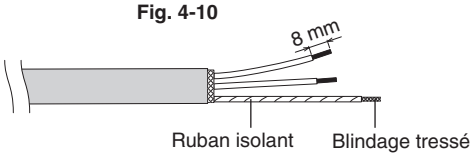

Fig. 4-11
(3) Retirez l'isolant du fil de signaux. (Fig. 4-11)